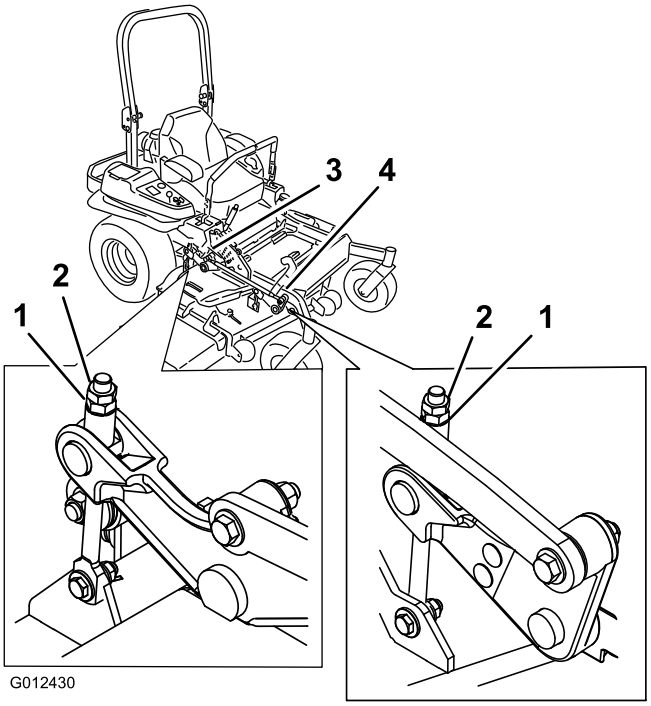

Figur 86
10. Finjustera justermuttern på det främre däckets lyftanordning genom att vrida den (Figur 86).
16. Finjustera justermuttern på det främre däckets lyftanordning genom att vrida den (Figur 86).